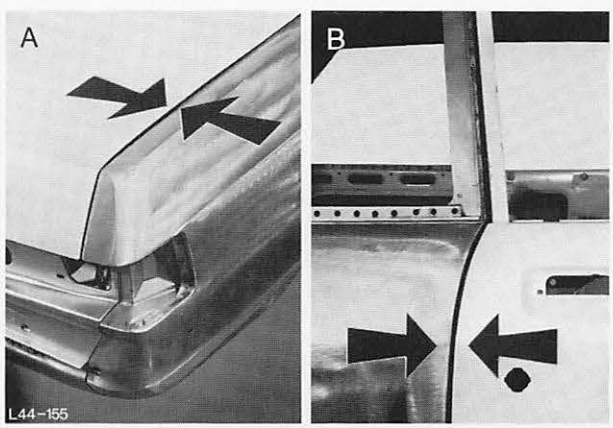

Abb. 167 A = Kontur und Spaltmaß Kofferraumdeckel
24. Auf Spaltmaß von Tür und Kofferraumdeckel sowie auf Konturen achten, Abb. 167.